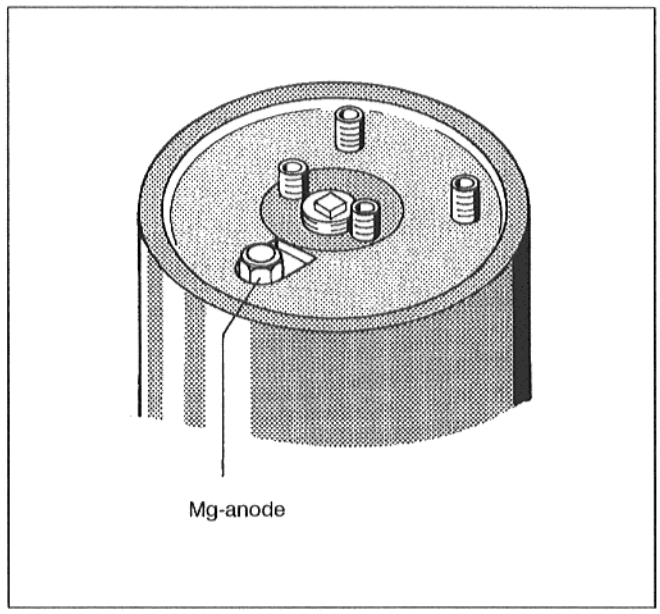

Afb. 6
- Na demontage en visuele controle moet de magnesiumanode weer worden afgedicht (Afb. 6 en 7).